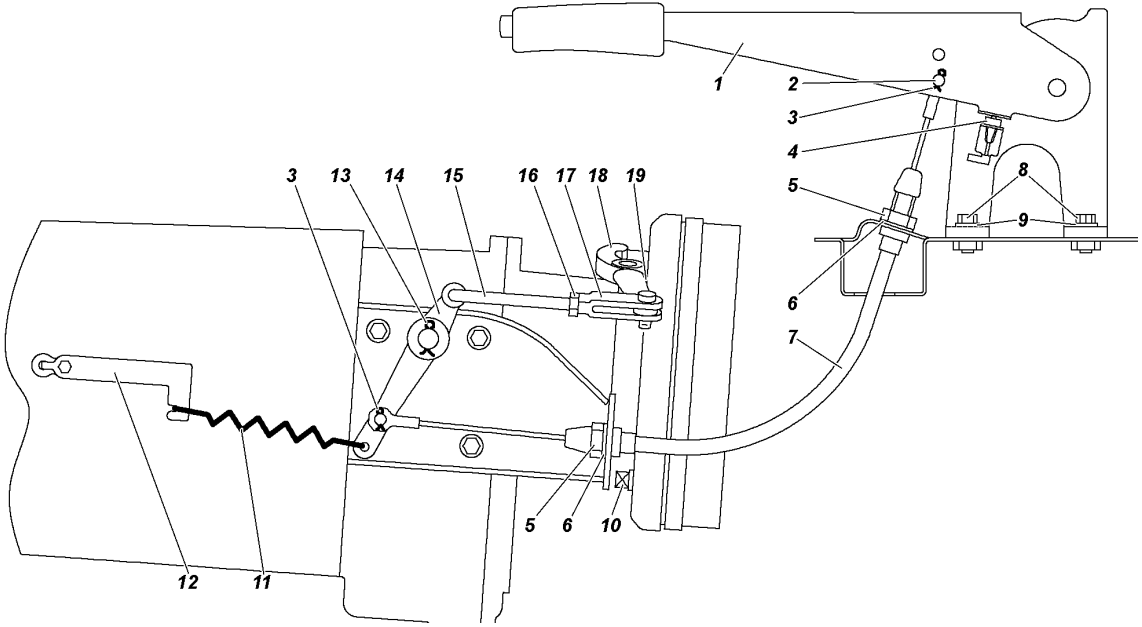

Рис. 9.60. Привод стояночного тормозного механизма для автомобилей с пятиступенчатой коробкой передач:
2. Переместите рычаг стояночного тормоза 1 (рис. 9.60, 9.61) в крайнее нижнее положение.